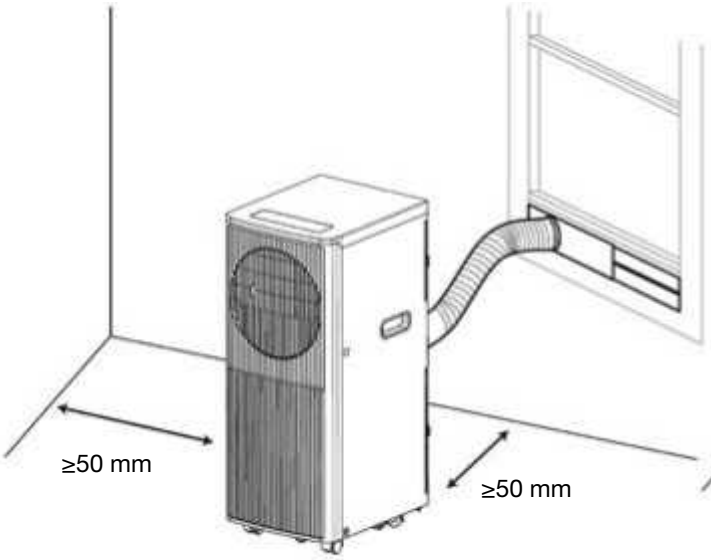
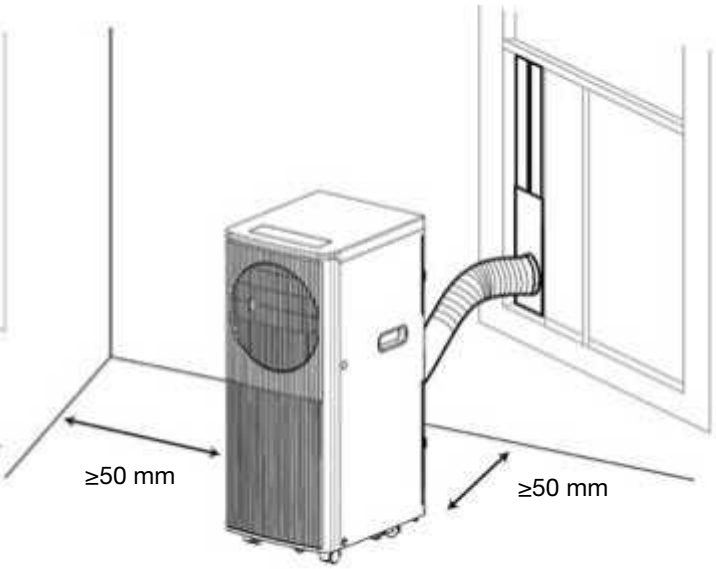

Abb. 2
Abb. 3
2) Bringen Sie den Abluftschlauch an (Abb. 2 und Abb. 3) und passen Sie die Position des Fensters an.